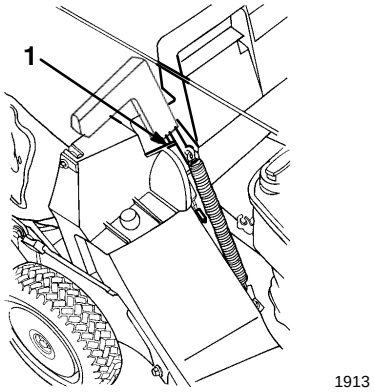

Abbildung 18
5. Den Griff der Auswurfkanaltür nach vorne ziehen und zurückschieben, bis der Stift im Korbschlitz einrastet (Abb. 18).